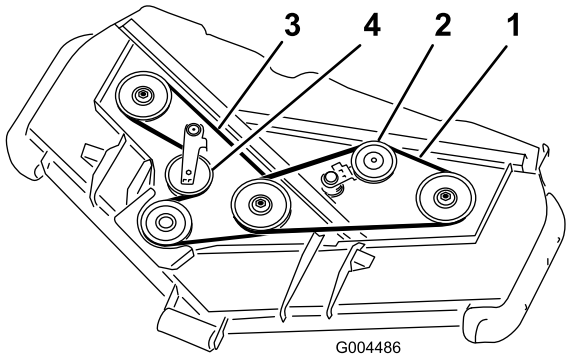

Figuur 57
3. Trek de spanpoelie weg van de bovenste drijfriem (Figuur 57) om deze te ontspannen en laat de drijfriem loskomen van de poelies.Gebruik hiervoor een onderbrekerstang of soortgelijk gereedschap.
4. Trek de spanpoelie weg van de onderste drijfriem (Figuur 57) om deze te ontspannen en laat de drijfriem loskomen van de poelies.Gebruik hiervoor een onderbrekerstang of soortgelijk gereedschap.
5. Leg de nieuwe riem rond de poelie van de tandwielkast, de onderste aspoelies en de spanpoelie, zoals wordt getoond in Figuur 57.
6. Leg de nieuwe riem rond de bovenste aspoelies en de spanpoelie, zoals wordt getoond in Figuur 57.